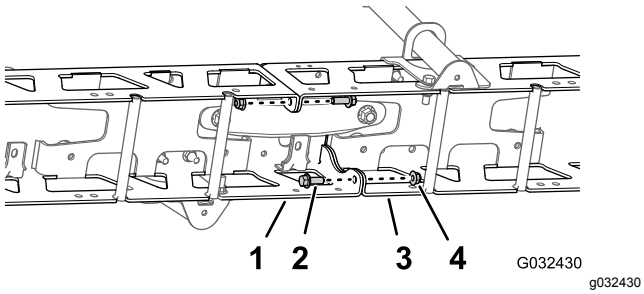

**Figur 74**
1. Afmonter de 2 flangehovedbolte (3/8 x 1 tomme) og 2 låsemøtrikker (3/8 tomme), der fastgør de lodrette flanger til venstre og højre afstiverstel (Figur 74).